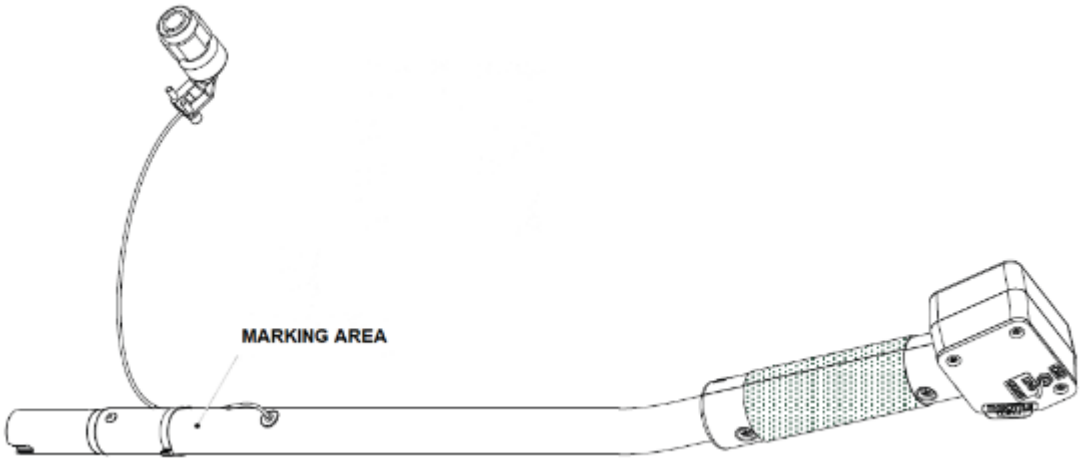

Figure 24 – Marking area
28. Refer to Figure 24. Strikethrough with a white permanent ink marker or remove with an abrasive pad the last digits (-051/-053) of the pilot collective stick assembly P/N M207-20M478-051/-053.